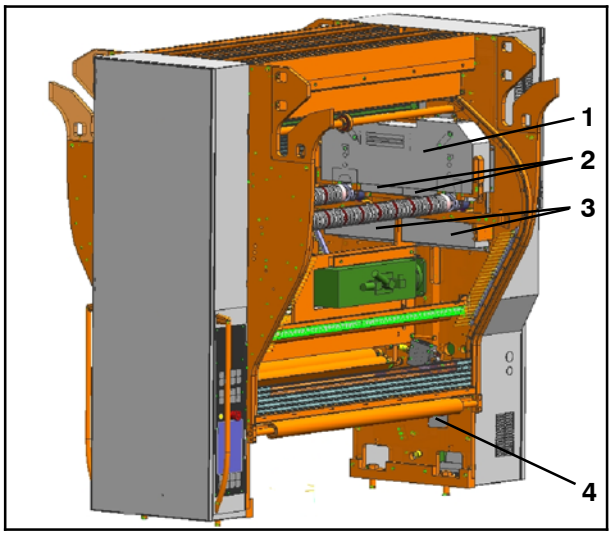

Fig. 8 Vue du côté service
- Les dispositifs de protection (Fig. 8/1 à Fig. 8/3) situés en dessous et au- dessus des rails supports sont vissés.
- Le dispositif de protection (Fig. 8/4) est vissé. Il ne peut être dévissé qu'avec un outil approprié.